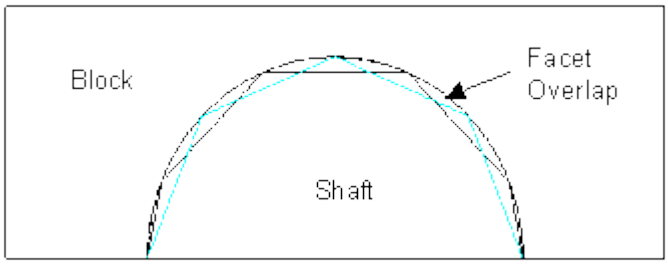

**Figure 2. Possible false find due to overlap (tolerance will prevent finding match)**
**Tolerance** - two individual facets must overlap by more than this area for a match to be found. Consider the two cylindrical curves at the interface of the shaft and the block in Figure 2. Note that some of the facets actually overlap, even though the curves will analytically be coincident. You can filter out false matches by increasing the overlap tolerance area. The default value for this setting is 0.001.